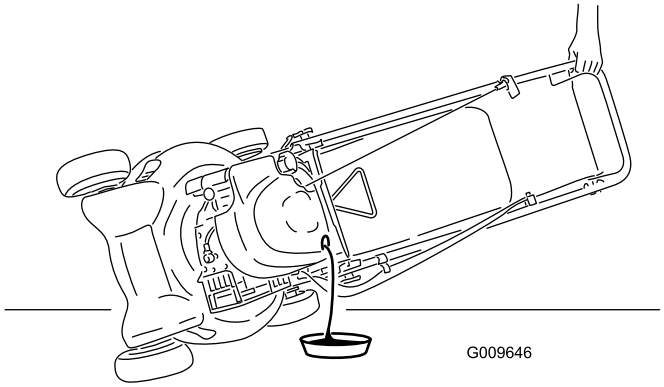

Figuur 22
3. Kantel de machine op de zijkant (met de peilstok omlaag) om de gebruikte olie via de vulbuis weg te laten lopen (Figuur 22).